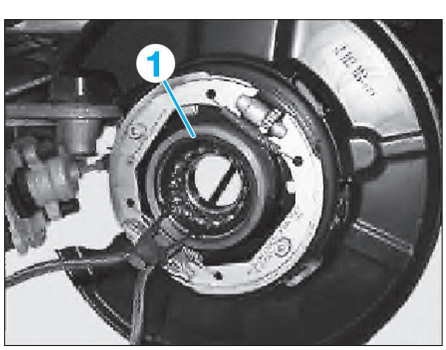

Fig. 57
• Comprimer le circlip (1) à l'aide d'une pince et l'extraire **(Fig.57)**.